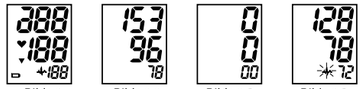

Bilde 1 Bilde 1-1 Bilde 1-2 Bilde 1-3
a. Etter å ha påført mansjetten og kroppen er i en komfortabel posisjon, trykk på "START"-knappen. Et pip høres og alle visningstegn vises for selvtest. Se bilde 1. Kontakt servicesenteret hvis segmentet mangler.